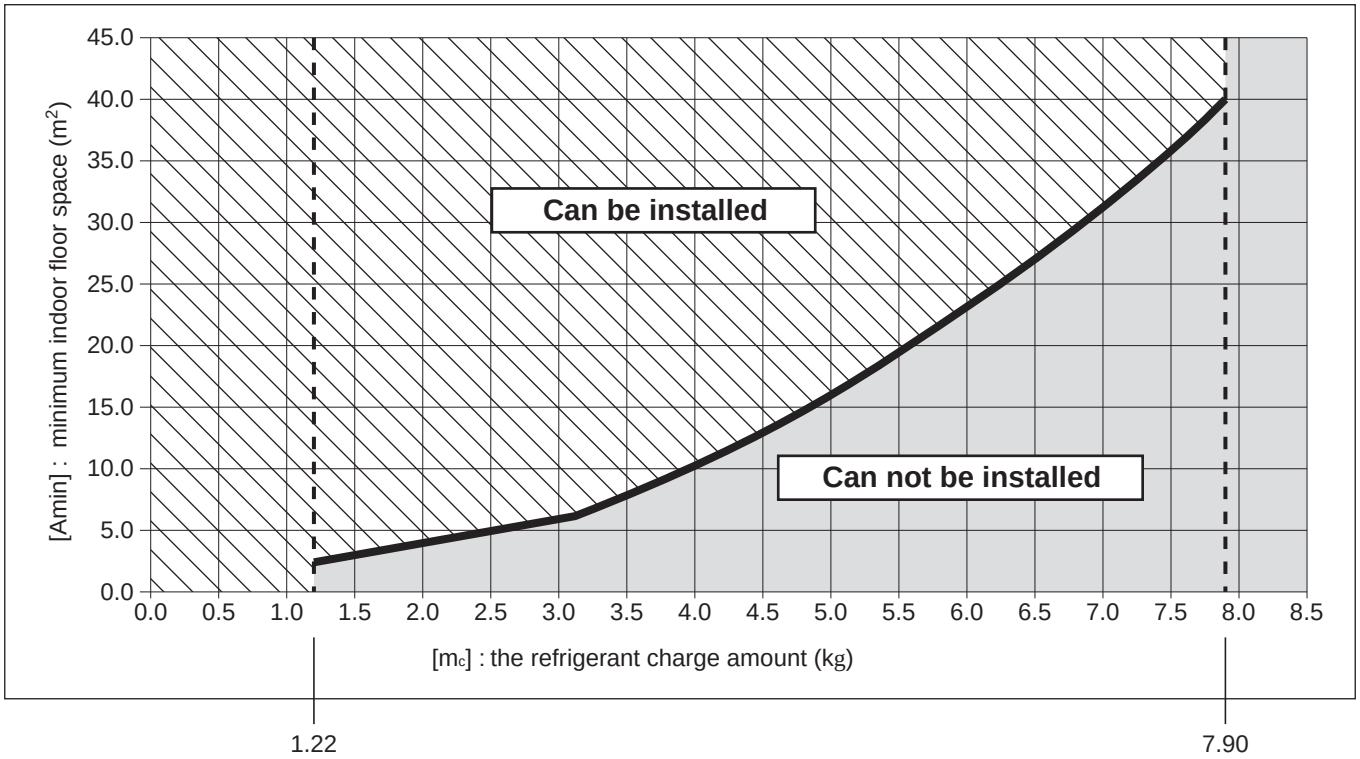

Fig. 1-11-2-4-1
*1 Refer to "Density Limit Line" in Table 1-11-2-4-1 and Fig. 1-11-2-4-1
Table 1-11-2-4-2 and Fig. 1-11-2-4-2